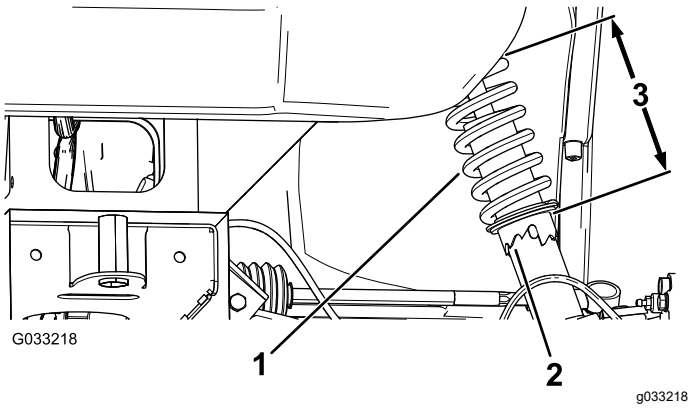

**Figur 47**
2. Hvis hjulets hældning ikke er korrekt, skal du bruge gaffelnøglen til at dreje muffen på støddæmperen og tilpasse hjulsporingen (Figur 47).